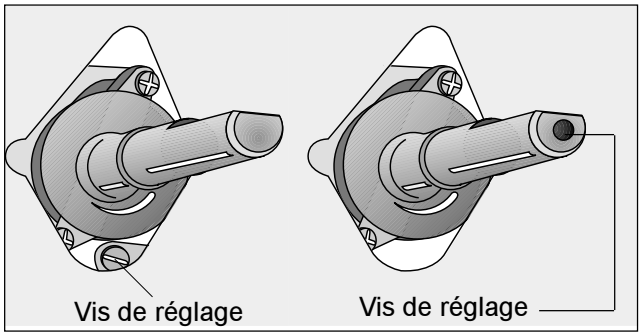

Fig. 6
4) La vis de réglage du débit réduit de chaque brûleur est située sur le corps du robinet (Fig. 6).